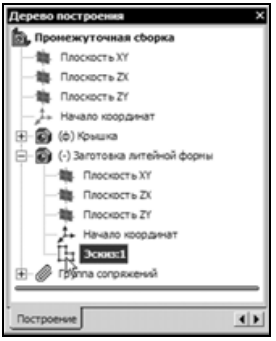

Рис. 8.91
- Закройте эскиз. Убедитесь, что он является текущим. Если это не так, сделайте его текущим щелчком на элементе **Эскиз:1** в дереве построения (рис. 8.91).